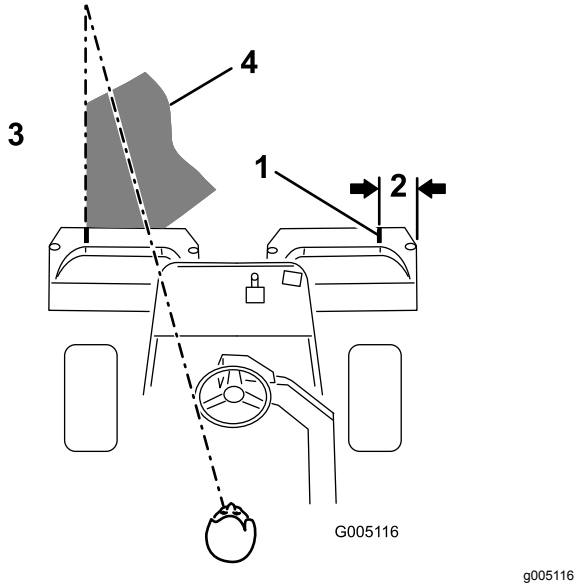

**Figur 23**
**Obs:** Etablera en tänkt siktlinje ca 1,8 till 3 m framför maskinen så att du klipper i en rak linje över greenen och håller maskinen på ett jämnt avstånd till förra klippvändans kant (Figur 23). Vissa föredrar att inkludera rattens ytterkant i siktlinjen, dvs. att hålla rattkanten i linje med en punkt som alltid är på samma avstånd från maskinens framkant.